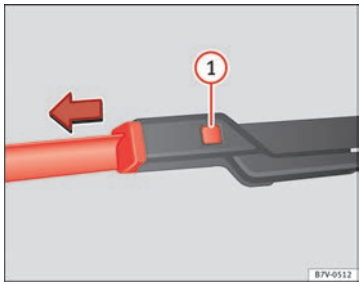

Fig. 119 Remplacement des balais de l'essuie-glace avant.
- Laissez appuyée la touche de déverrouillage ⇒ fig. 119 (1) et tirez ensuite légèrement sur le balai dans le sens indiqué par la flèche.